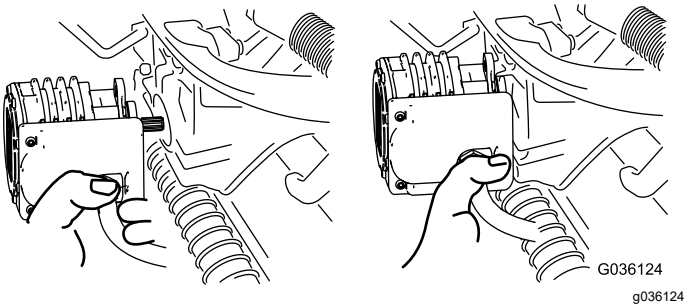

Figur 58
4. Flytta motorn till förvaringsutrymmet framför upphängningsarmen (Figur 58).